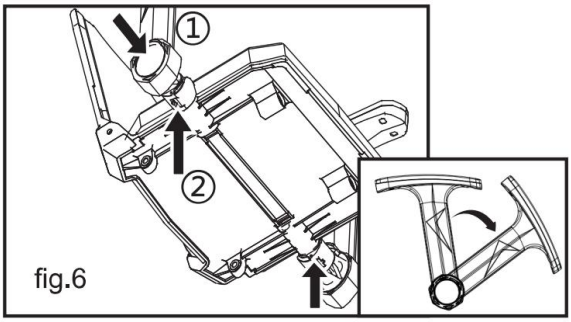

fig.6
* ① następnie otwórz blokadę podłokietnika pod siedzeniem, włóż lewy i prawy podłokietnik do podłokietnika rura i ② zablokuj (rys. 6), podłokietnik można regulować według nich samych . Poręcze dzielą się na komponenty lewe i prawe. Należy dokładnie zidentyfikować oznaczenia L/R na poręczach .